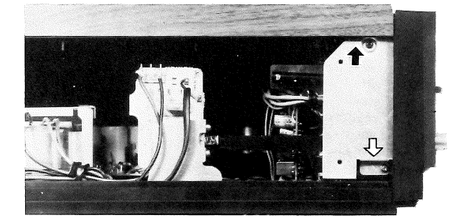
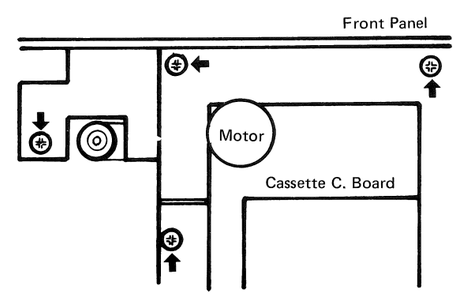

Fig.7
Fig. 8
- Remove 4 screws in Fig. 8 and remove 1 screw of arrow mark ⇩ in Fig. 7.